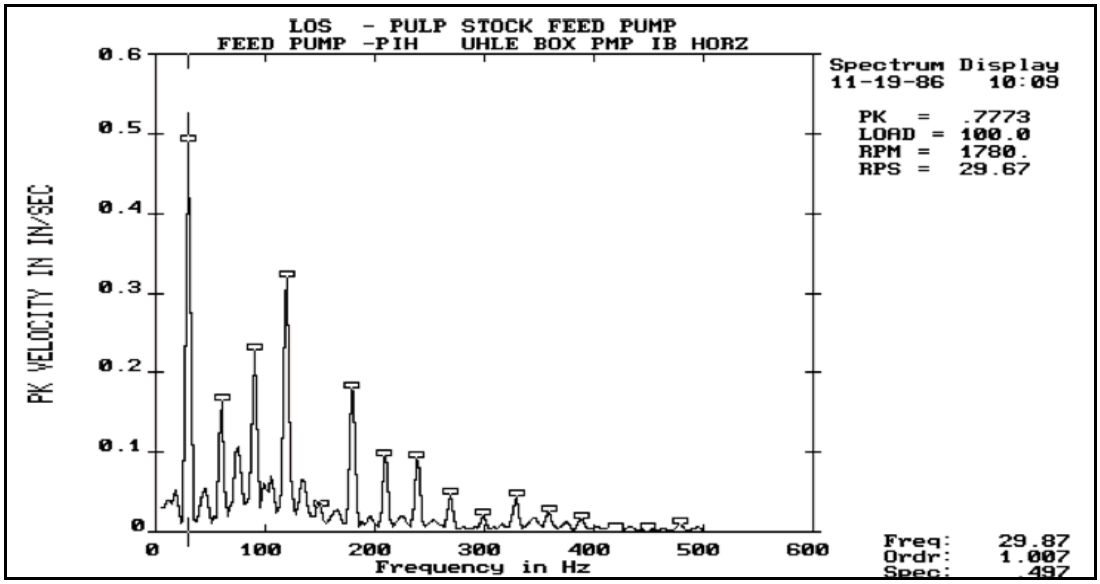

Figure 18
1x and overalls have increased by a factor of five (5) by November and fractional harmonics are present. The presence of fractional harmonics indicate a problem regardless of amplitude. (See Figure 18)